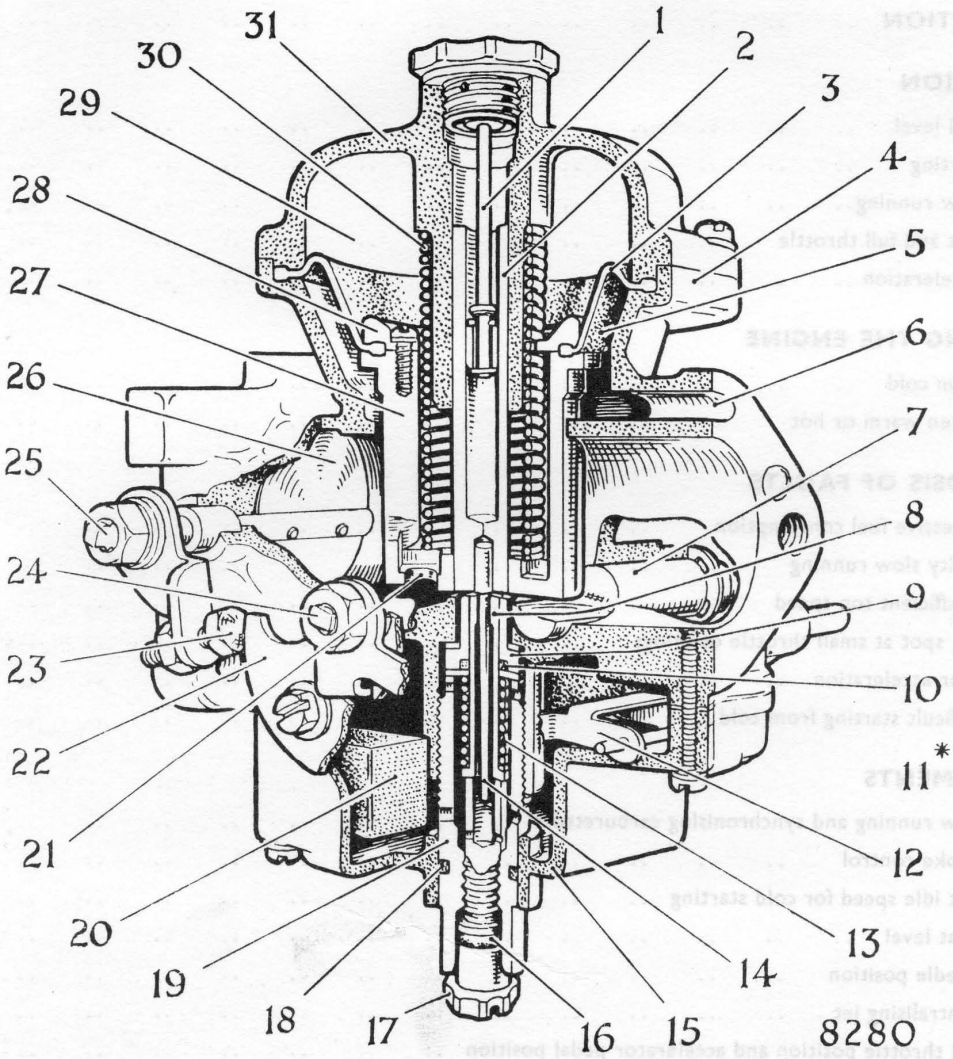

Fig. 1. *Stromberg 150 CD carburettor — part sectional view*
Key to Figs. 1—8
DESCRIPTION — See Figs. 1 and 2
The Stromberg carburettor suffix letters CD, denote that it is a constant depression type of carburettor. This principle of operation, sometimes referred to as constant vacuum, uses a variable choke and a needle of suitable profile moving in a single jet, to provide the fuel air mixture needed to meet all conditions of engine operation. Part sectional and external views of this carburettor are shown in Figs. 1 and 2. The principal parts of the carburettor are: the main body (4) containing the throttle (26), the float chamber (15), and the depression or vacuum chamber (29).
While the engine is stationary the air valve piston (27) rests on the carburettor body as shown in Fig. 1.
Fuel level — See Figs. 1 and 3
Starting — See Figs. 1 and 4
Slow running — See Figs. 1 and 5
Part and full throttle driving — See Figs. 1, 6, 7 and 8